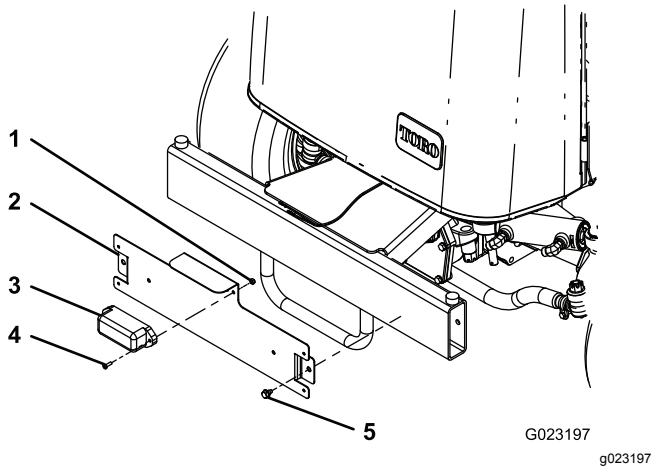

Figura 21
1. Monte la luz en el soporte de la placa de matrícula con 2 tornillos (Nº 10 x 5/8") y 2 contratuercas (Figura 21).
2. Monte el soporte de la placa de matrícula en el parachoques trasero con 2 tornillos autorroscantes (5/16" x ½"), según se muestra en Figura 21.
Nota: Posicione el soporte de la placa de matrícula según se muestra en Figura 21.